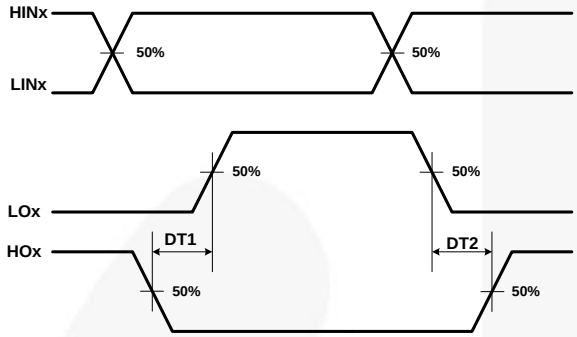

Figure 38. Internal Dead-Time Definitions
7. MDT is defined as | DT1-DT2 | referenced to Figure 38.
Dead time is automatically inserted whenever the dead time of the external two input signals (between HINx and LINx signals) is shorter than internal fixed dead times (DT1 and DT2). Otherwise, external dead times larger than internal dead times are not modified by the gate driver and internal dead-time waveform definition is shown in Figure 38.